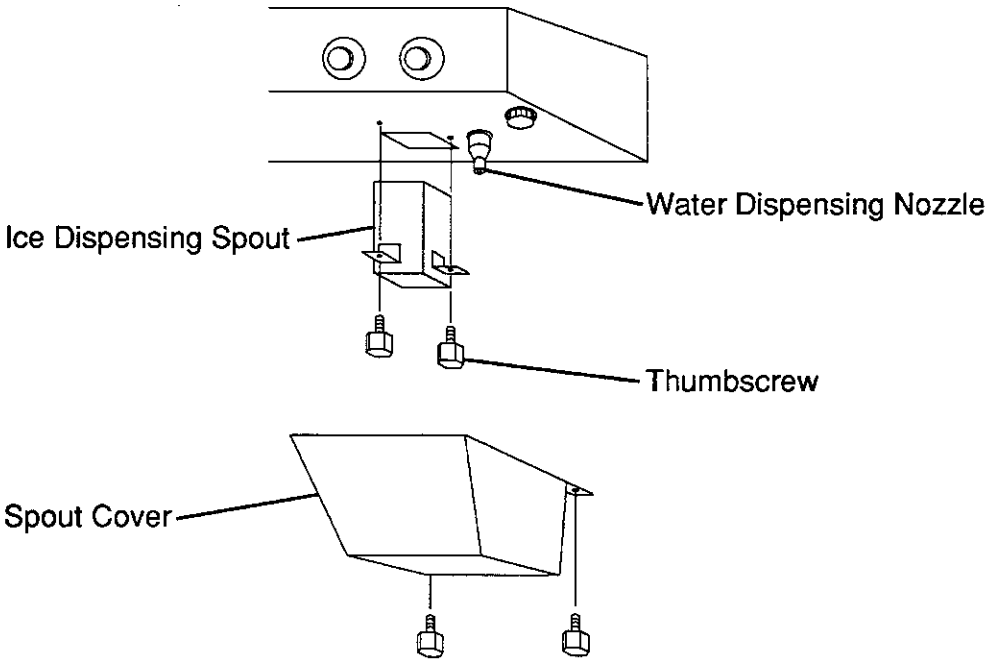

Fig. 7
6) Remove the Spout Cover and the black Ice Dispensing Spout and the Water Dispensing Nozzle. See Fig. 7.